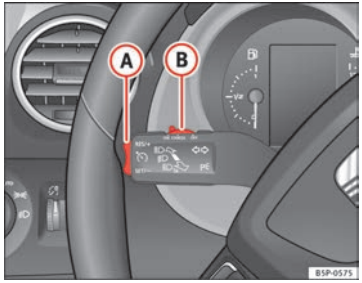

Abb. 154 Blinker- und Fernlichthebel: Schalter und Wippe für die Geschwindigkeitsregelanlage
– Schieben Sie den Schalter ⇒ Abb. 154 (B) nach links auf **ON**.